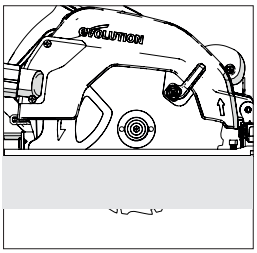

Fig. 12
- La mayoría de las veces, la profundidad de corte deberá configurarse al grosor del material que se va a cortar más la profundidad de medio diente de sierra (punta del diente a la raíz del diente). **(Fig.12)**
(13) AJUSTE DEL ÁNGULO DE CORTE (BISEL)